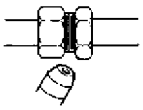

Fig. 2: Freon Detector Inspection Angle
3. Whenever possible, the detector probe should be held underneath the components since the refrigerant is heaver than air. (Fig. 2)